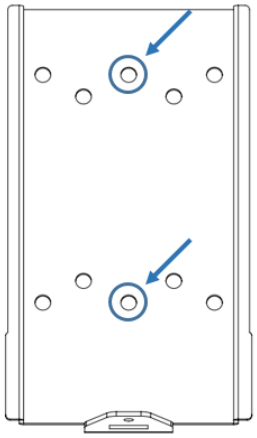

Figura 2-3 Posiciones de los orificios para los tornillos del soporte de montaje
2.3.6 Instale el soporte de la EVSE (caja de la estación de carga) en un lado del pedestal de manera que el centro del soporte quede a unas 48 in del suelo. Solo se necesitan dos tornillos para fijar el soporte de montaje al pedestal. Los tornillos deben atravesar (instalarse) los dos orificios verticales centrales del soporte de montaje, como se muestra en la Figura 2-3.